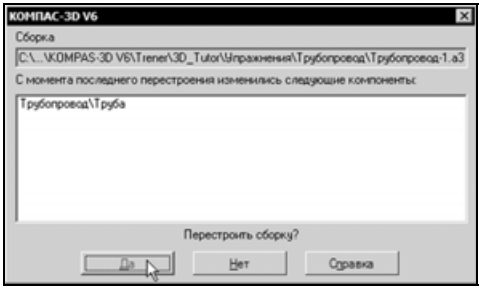

Рис. 8.75
- Закончите сеанс редактирования новой детали **Труба**, выключив кнопку **Редактировать на месте** на панели **Текущее состояние**. Подтвердите перестроение сборки (рис. 8.75).